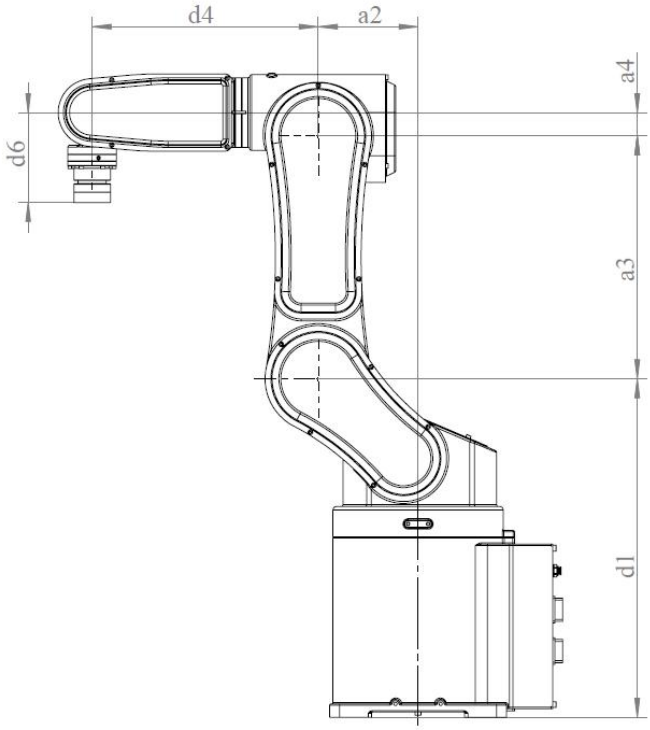
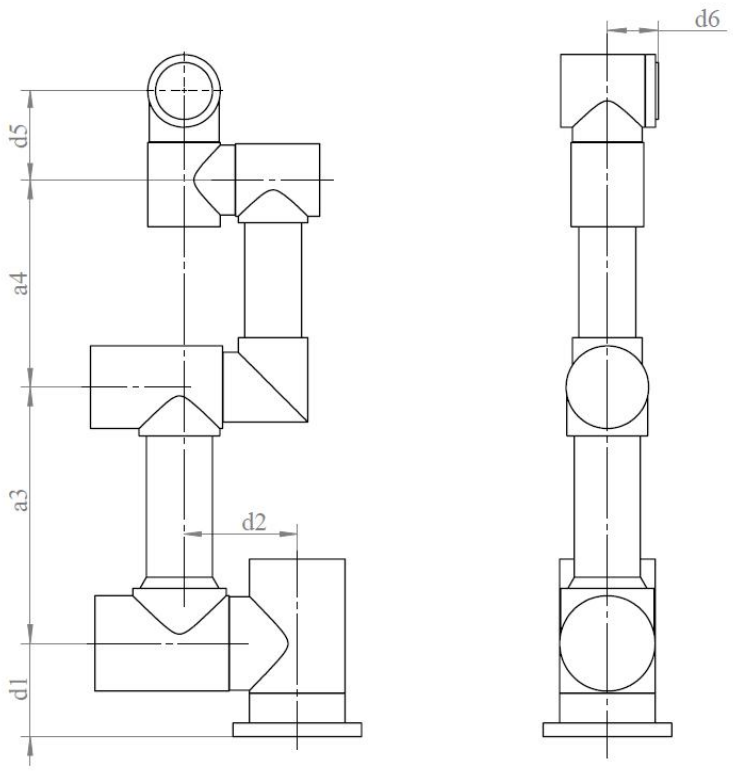

图 10　常规型机器人构型
图 11　协作型机器人构型
doMotion 系列控制系统内置两种六轴工业机器人构型：常规型和协作型。**常规型**机器人构型如图 10 所示，所示构型同时为常规型机器人零位构型。
常规型机器人 DH 参数如表 7 所示。一般情况下，alpha 和 theta 为表中数值不可改变；a 和 d 中的所有为零项也不可改变，非零项根据机器人实际尺寸对应图 10 填写。
协作型机器人构型如图 11 所示，所示构型同时为协作型机器人零位构型。
协作型机器人 DH 参数如表 8 所示。与常规型一样，a 和 d 中的非零项根据机器人实际尺寸对应图 11 填写，其余保持表格数值。
1) 切换到【运动控制】页面下进行示教操作（具体示教方法见第三章），将机器人调节至图 10 或图 11 所示的机器人零位位置；